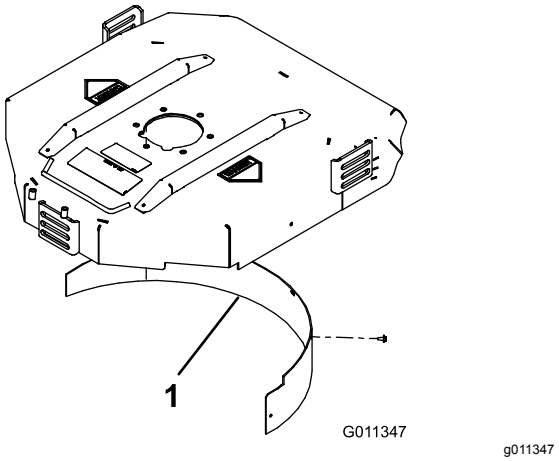

Figur 10
2. Monter kvernskjermen i den bakre åpningen og fest med fem flenshodebolter (Figur 10).